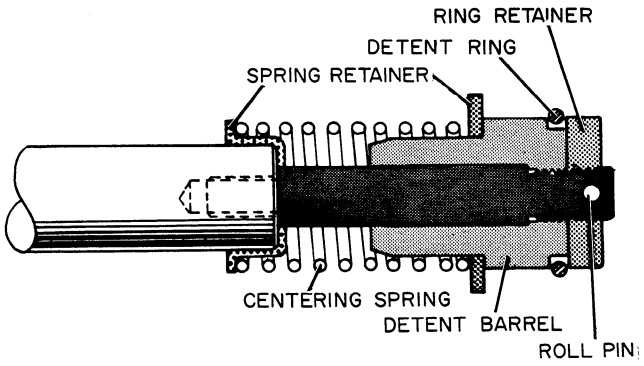

Figure D-35. Roll Pin Design Detent Ring Retainer
1. Assemble the detent mechanism to the spool (Roll Pin Design), Figure D-35, by placing the spring retainer over the end of the spool. Then assemble the centering spring,retainer, detent barrel, detent ring, ring retainer and roll pin, Figure D-35.